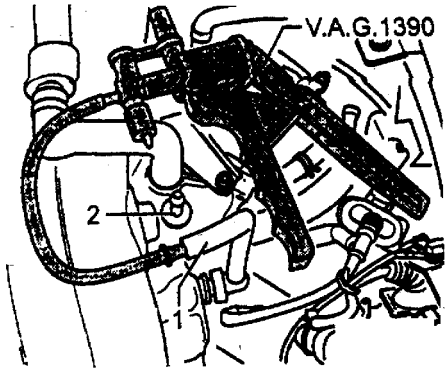

图 2－44
(1) 所需的专用工具、检查和测试仪以及辅助工具：
①故障读出仪 V.A.G1551 或车辆系统测试仪 V.A.G1552，带导线 V.A.G1551/3。
②袖珍万用表V.A.G1526或万用表V.A.G1715。
③测试辅助导线 V.A.G1594。
④手动真空泵 V.A.G1390。
(2) 检查过程：
①起动发动机，并在怠速下运行。
②迅速提高发动机转速（节气门突然打开），进气歧管切换真空阀（安装在进气歧管左前方）必须动作。
③如果不发生切换，继续进行以下检查：按本章第一节 "三、最终控制诊断" 的方法，检查双通道进气歧管切换阀（N156）的动作。当控制动作正常时，故障读出仪或车辆系统测试仪保持连接状态。如图 2－44 所示，拔下进气歧管连接管的真空管，并将手动真空泵 V.A.G1390 接在拔下的管道上。